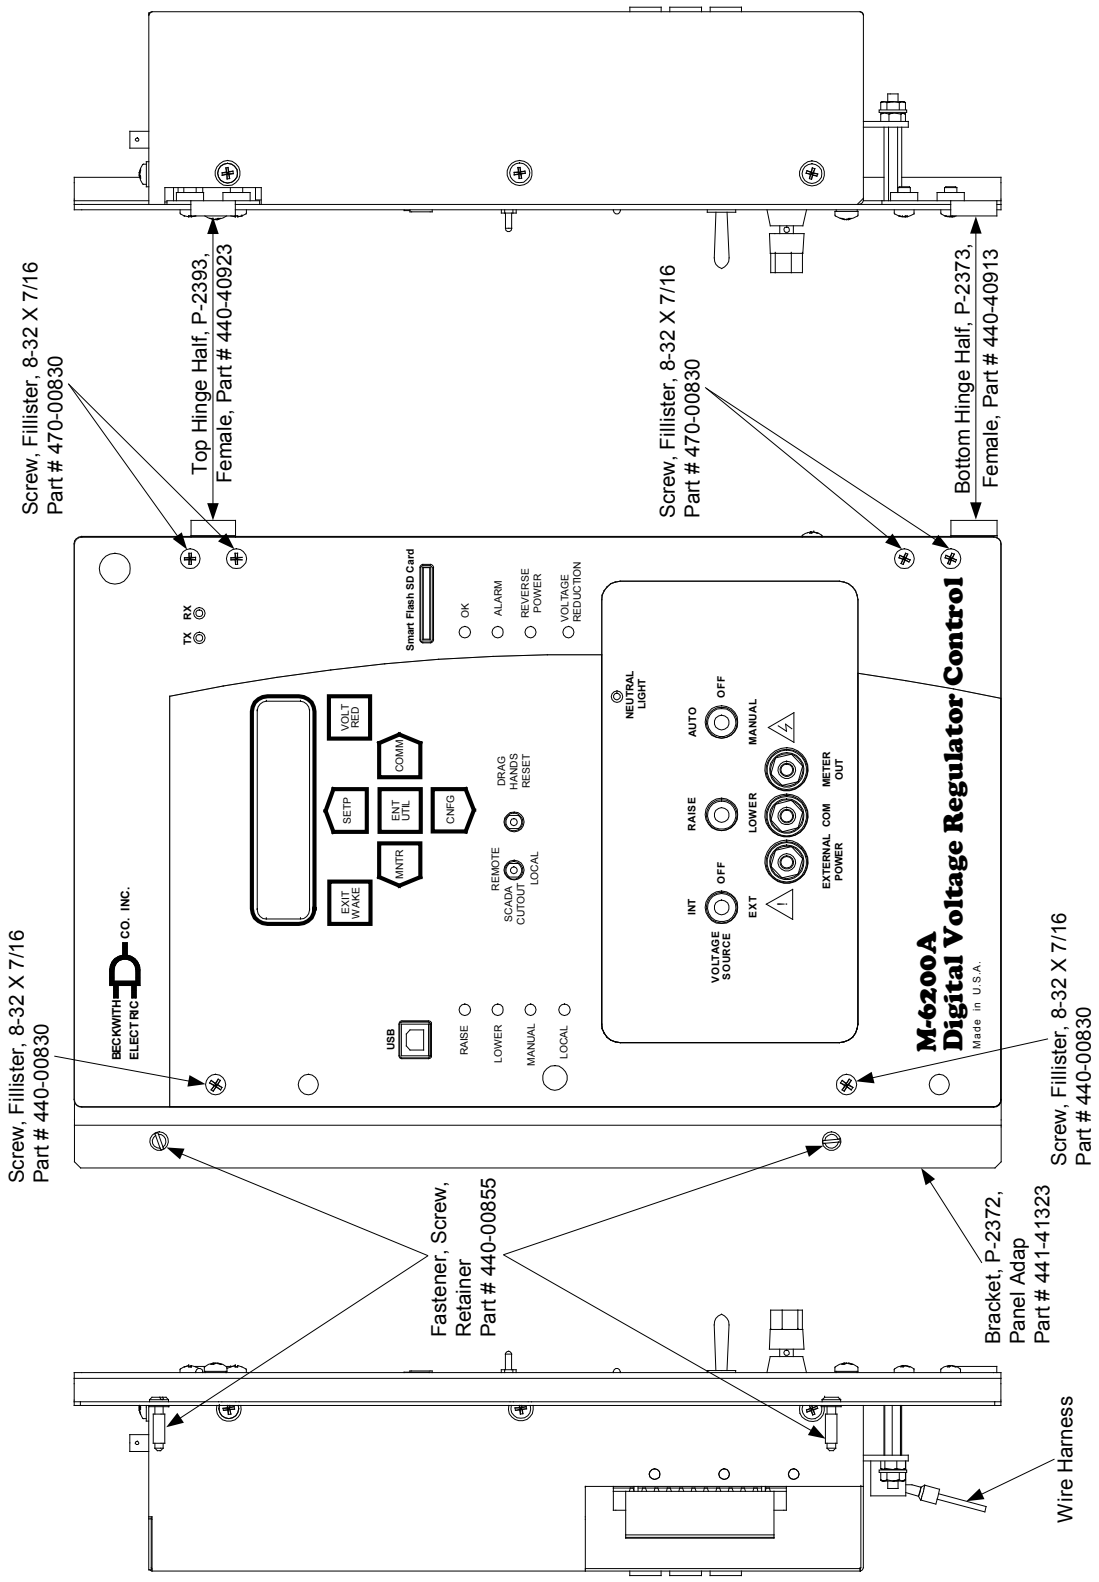

Figure 5-30 B-2355-C1/B-2355-C2, B-2355-C3/B-2355-C4 Hardware Kit Orientation
■ **NOTE**: Refer to Figure 5-30 for location and orientation of hardware kit items.